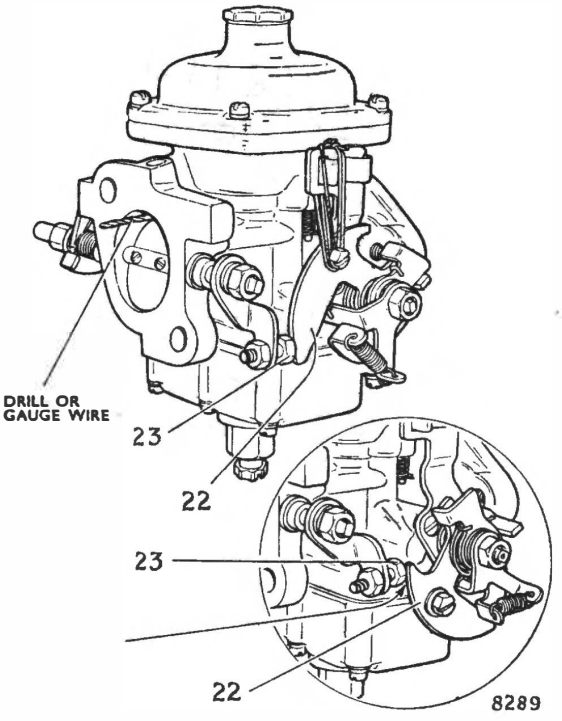

Fig. 10. *Setting throttle gap for cold starting*
Choke control — See Fig. 10
Method 1 With carburettors on engine — See Fig. 10 inset
Method 2 With front carburettor removed from engine — See Fig. 10
2. Tie the fast idle cam in the position shown in Fig. 10 and adjust the bolt head (23) to just contact the cam (22) and then tighten the bolt locknut.